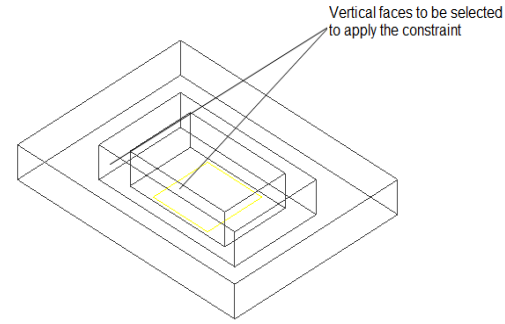

Figure 18-37 *Faces selected to apply the Mate constraint*
9. Change the display type of both plates to **Wireframe** and then apply the Mate constraint with an offset of 10 mm between the selected faces, as shown in Figure 18-37; the Inner Plate gets shifted.